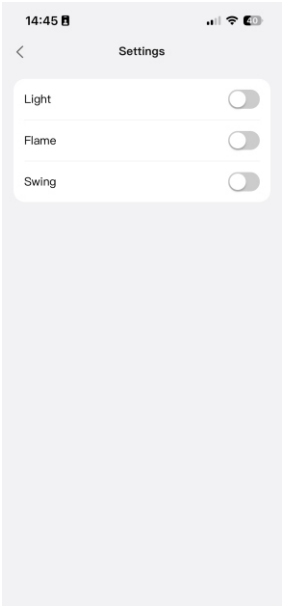

Imagen11
5. Pulse «Ajustes» para acceder a la imagen 11.